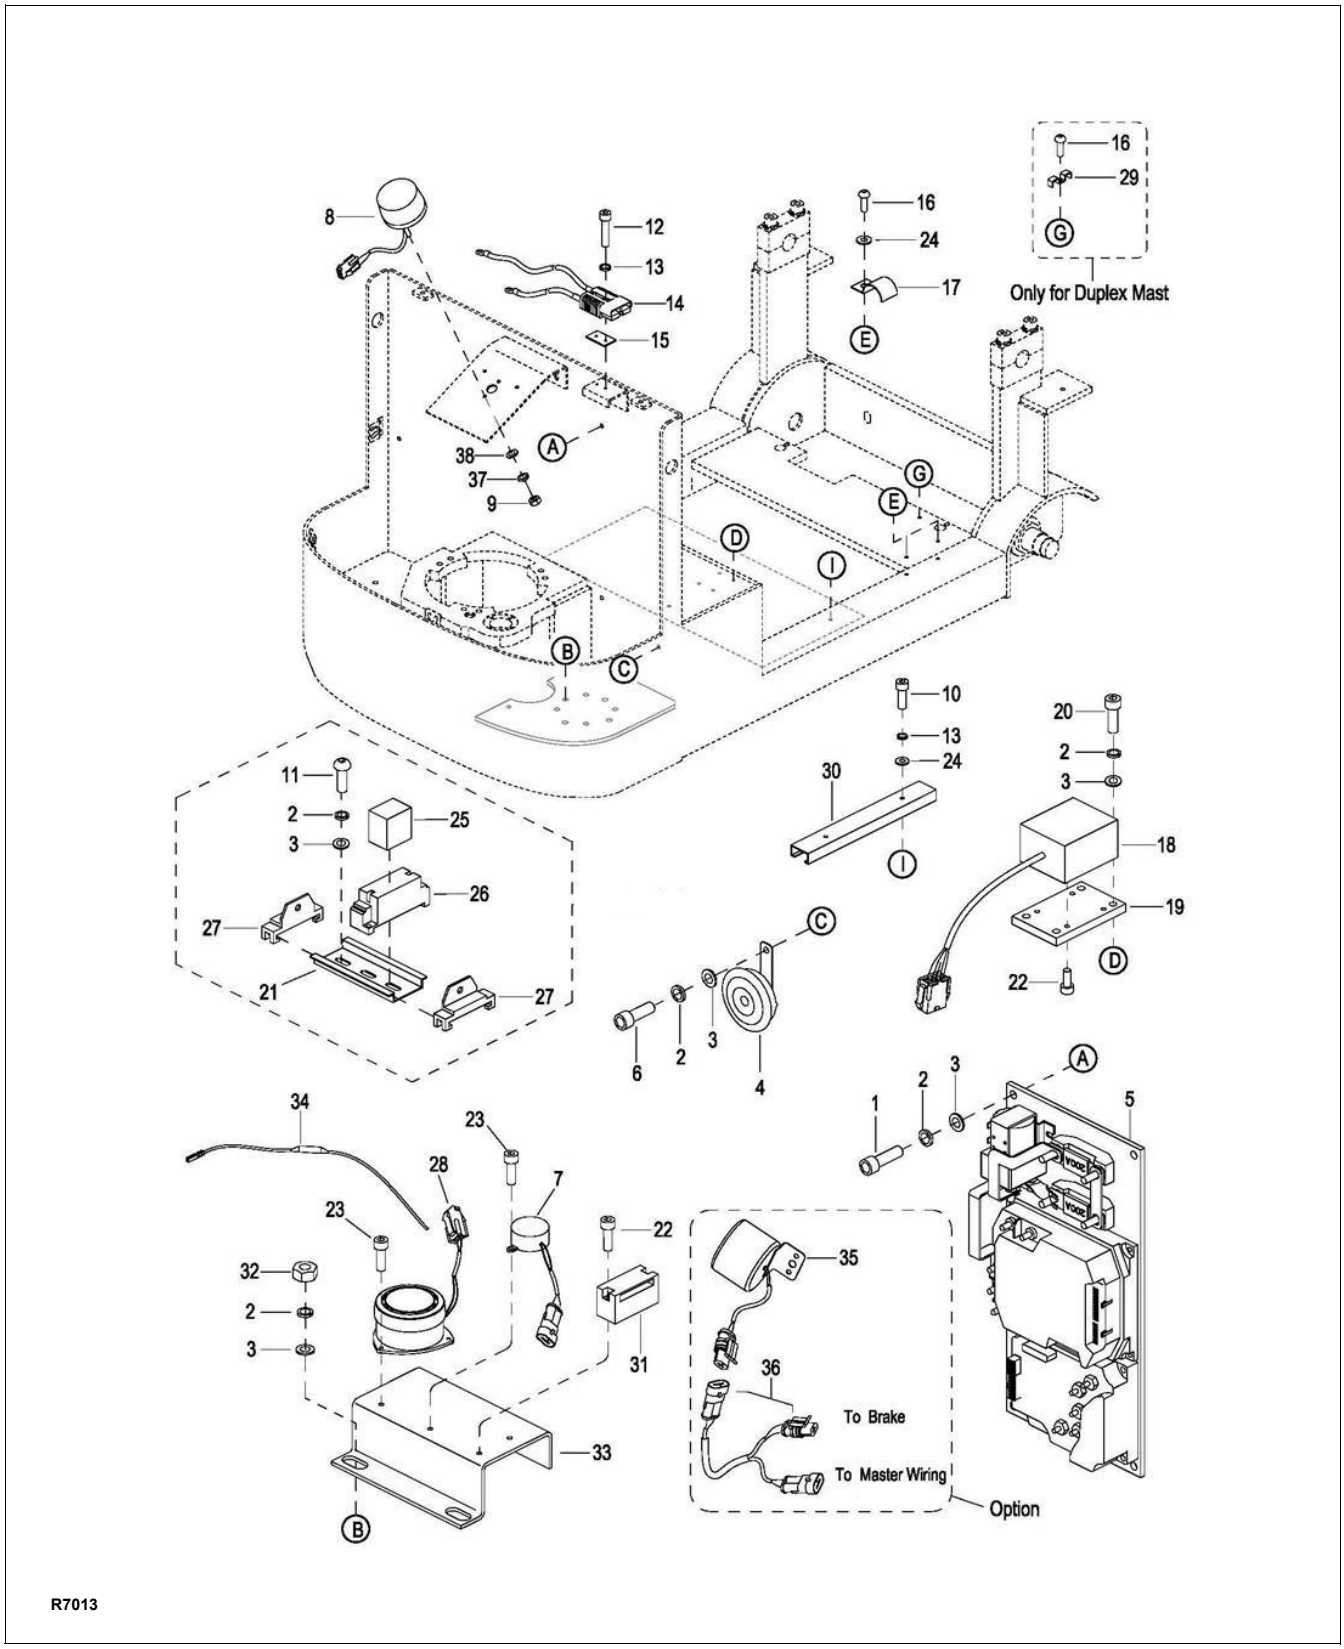

Figure 9-1 Electrical System
3. Tag and disconnect all electrical cables and harness from control panel (5, Figure 9-1).
4. Remove four screws (1), four lock washers (2), four flat washers (3) and panel (5).
1. Position panel (5, Figure 9-1) and secure with four screws (1), four lock washers (2), four flat washers (3).
3. Tag and disconnect harness (1, Figure 11-14) from horn (4, Figure 9-1).
4. Remove screw (6), lock washer (2), flat washer (3) and horn (4).
5. Install horn (4) and secure with screw (6), lock washer (2), flat washer (3).
6. Reconnect harness (1, Figure 11-14) to horn (4, Figure 9-1).
3. Tag and disconnect harness (1, Figure 11-14) from buzzer (7, Figure 9-1).
4. Remove screw (23) and buzzer (7).
5. Install new buzzer (7) and secure with screw (23).
6. Reconnect harness (1, Figure 11-14) to buzzer (7, Figure 9-1).
3. Tag and disconnect harness (1, Figure 11-14) from buzzer (28, Figure 9-1).
4. Remove screw (23) and buzzer (28).
5. Install new buzzer (28) and secure with screw (23).
6. Reconnect harness (1, Figure 11-14) to buzzer (28, Figure 9-1).
3. Tag and disconnect harness (1, Figure 11-14) from sensor (18, Figure 9-1).
4. Remove four screws (20), four lock washers (13) and four flat washers (28).
5. Remove mounting plate (19) with sensor (18).
6. Remove four screws (22) and separate sensor (18) from mounting plate (19).
7. Position new sensor (18) on mounting plate (19) and secure with four screws (22).
8. Install mounting plate (19) with sensor (18) and secure with four screws (20), four lock washers (13) and four flat washers (28).
9. Reconnect harness (1, Figure 11-14) to sensor (18, Figure 9-1).
3. Tag and disconnect harness (1, Figure 11-14) from light (8, Figure 9-1).
4. Remove two screws (9) and light (8).
5. Install new light (8) and secure with two screws (9).
6. Reconnect harness (1, Figure 11-14) to light (8, Figure 9-1).